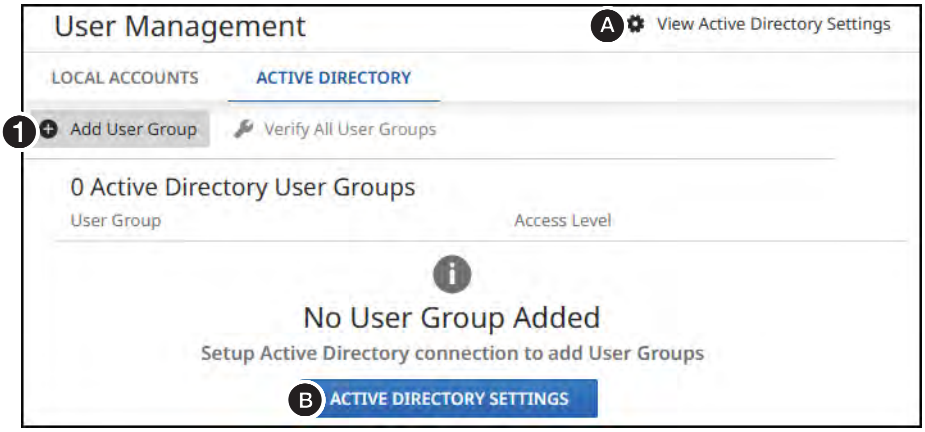
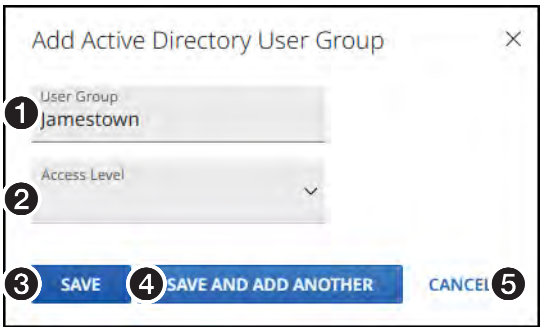

Figure 37. Adding a User Group
Figure 38. Defining a User Group
To view Active Directory settings, click **View Active Directory Settings** on the USER MANAGEMENT > ACTIVE DIRECTORY page (see **figure 37,** Ⓐ). The HTML page opens an **Active Directory Settings** pane at the right of the **USER MANAGEMENT** > **ACTIVE DIRECTORY** page.
1. On the USER MANAGEMENT > ACTIVE DIRECTORY page, click **Add User Group** (see figure 37, ❶). The Add Active Directory User Group dialog box opens (see figure 38).
- Click **View Active Directory Settings** (see figure 37, Ⓐ) to view and edit the existing connection to the Active Directory server (see **Editing, removing, and verifying user group settings**).
2. Click in the **User Group** field (❶) and enter the name.
3. Click in the **Access Level** drop-down list (❷) and select between **Administrator** or **User**.
4. Click outside of the field and then click **SAVE** or **SAVE AND ADD ANOTHER** to make the change (❸ or ❹), or **CANCEL** (❺) to abandon it.